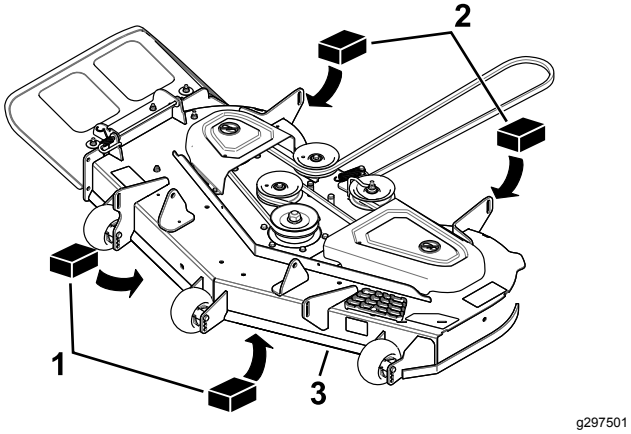

Figure 62
3. Placez deux cales de 6,6 cm (2⅝ po) d'épaisseur chacune sous chaque côté du bord avant du tablier de coupe, mais pas sous les supports des galets anti-scalp (Figure 62).
4. Placez deux cales de 7,3 cm (2⅞ po) d'épaisseur chacune sous le bord arrière de la jupe du tablier de coupe, une de chaque côté (Figure 62).